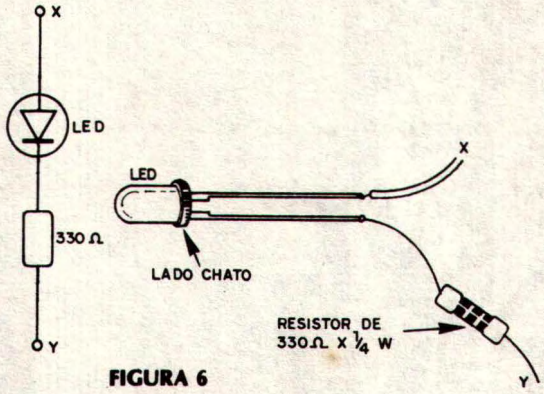

FIGURA 6
b) As lâmpadas recomendadas para esta montagem são as Philips 7121D para 6V x 50 mA, mas outras lâmpadas de 6V com corrente de no máximo 100 mA podem ser usadas. O leitor pode também experimentar a ligação de leds conforme mostra o circuito da figura 6, caso em que deverá observar a polaridade na ligação destes componentes.